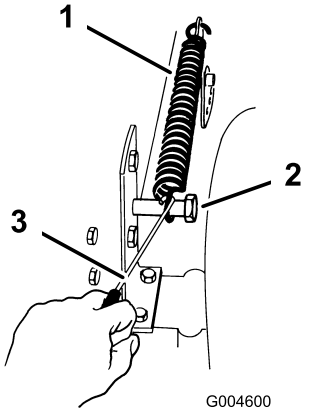

Figura 8
6. Togliete la molla di sollevamento situata tra la staffa di sollevamento destra del tosaerba ed il bullone di fissaggio (Figura 8).